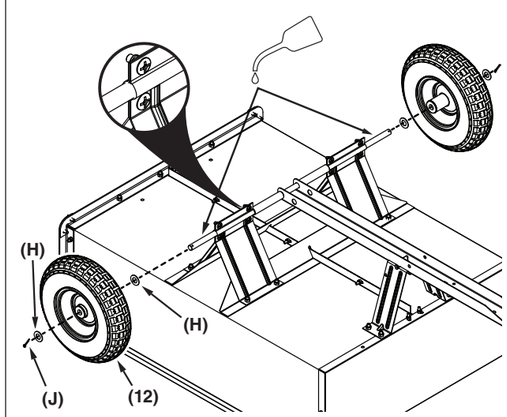

Figure 15
STEP 15 (SEE FIGURE 15): Attach the wheels to the axle by installing a large washer (H), a wheel (12), another large washer (H) and a 1/8" cotter pin (J). Repeat this step for the other side.